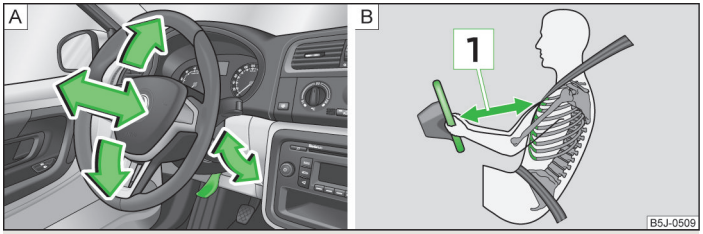

Fig. 89 **Adjustable steering wheel: Lever below the steering column/safe distance to the steering wheel**
- Adjust the steering wheel so that the distance 1 » Fig. 89 on page 94between the steering wheel and your chest is at least 25 cm. Not maintaining this minimum distance will mean that the airbag system will not be able to properly protect you – hazard!
› Pull the lever below the steering wheel down » Fig. 89 - A.